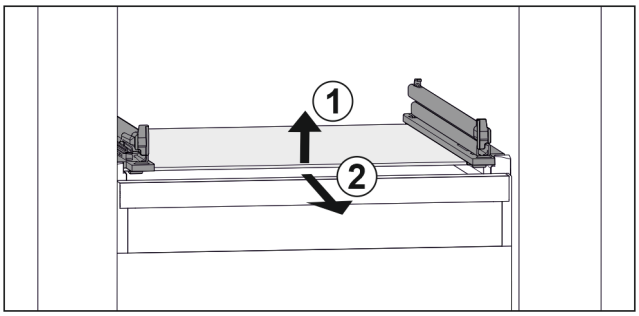

Fig. 71 Example illustration of glass shelf
▶ Lift glass shelf at the front. *Fig. 71 (1)*
▶ Take out glass shelf to the front. *Fig. 71 (2)*